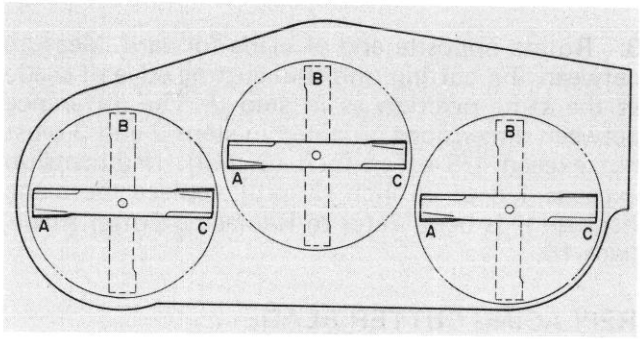
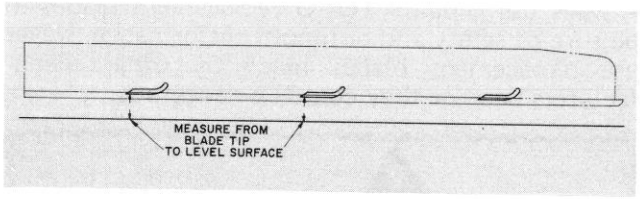

Figure 33
Figure 34
4. Position all three blades in the "A" position (Fig. 33) and measure from level surface to the bottom of the tip end of each blade (Fig. 34).
5. Note measurement attained at "A", rotate blades to "B" position (Fig. 33), measure distance of all blades to level surface and note dimensions (Fig. 34).
6. Rotate blades to "C" position, measure and note distance measured (Fig. 33, 34).